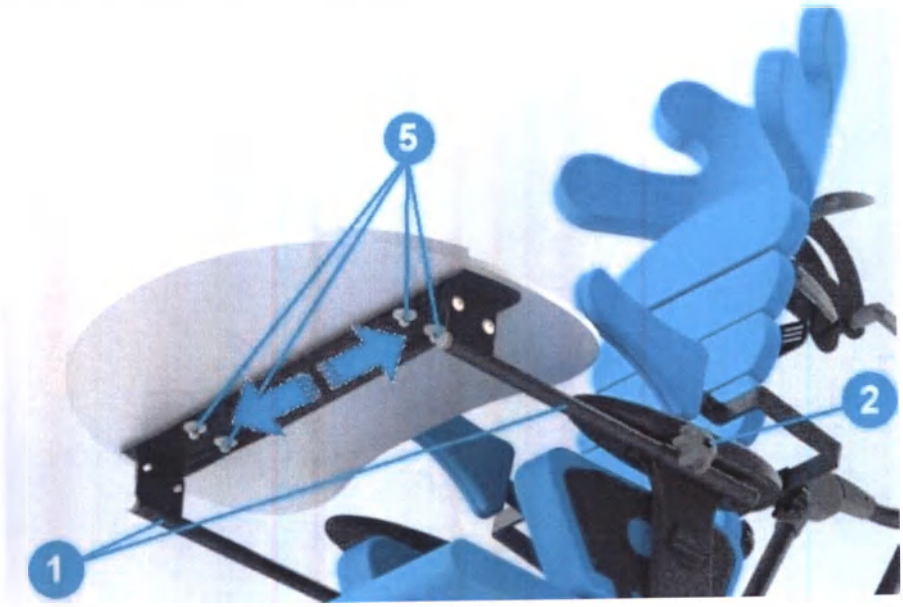

Рис. 12
8.4. Установка и регулировка столика *Рис. 12*